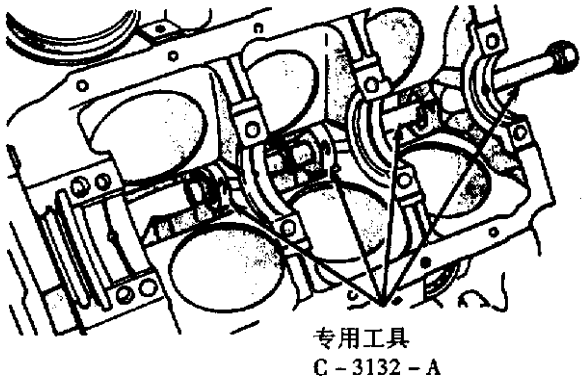

图 3－116　拆卸凸轮轴轴承
①打出后凸轮轴承芯型孔塞。
②安装适当大小的接头和 U 形夹垫片(工具 C－3132－A 的一部分)到每个轴的后面旋出轴瓦(图 3－116)。